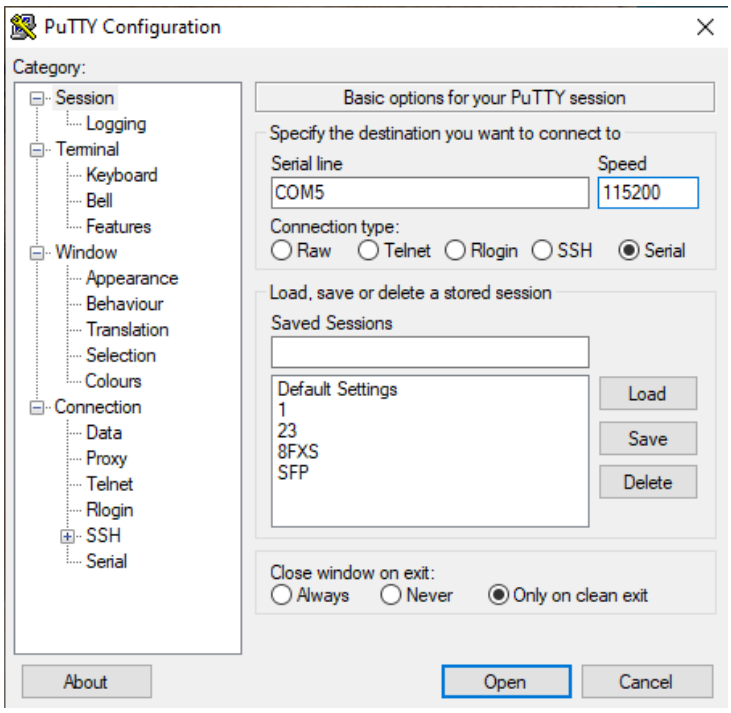

Рисунок 2.2.3 – Установка параметров
5. Установите тип соединения «**Serial**», скорость подключения **115200**, ранее определенный COM порт. Откройте соединение «**Open**» (рисунок 2.2.3).